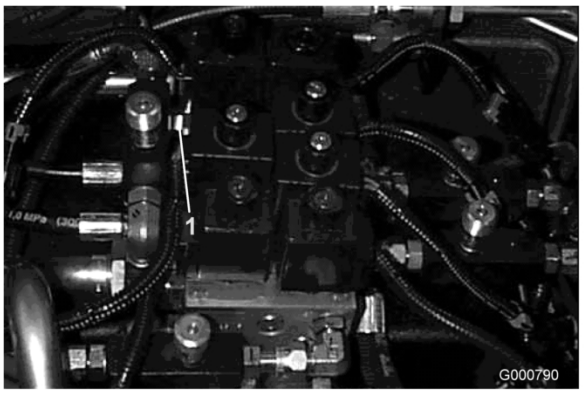
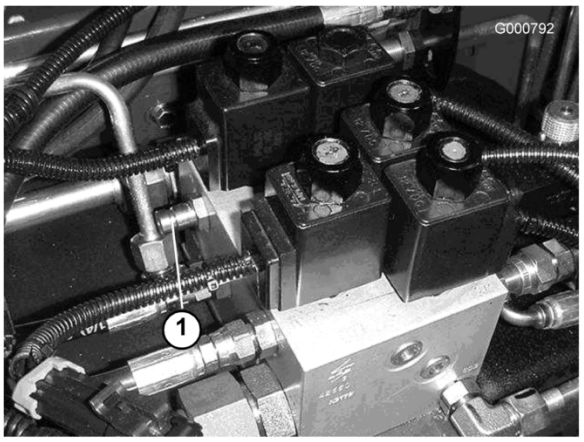

Figuur 66
Figuur 67
1. Testpoort A (Figuur 66 en Figuur 67) wordt gebruikt om problemen met het hydraulische circuit voor de hefcilinders te verhelpen.